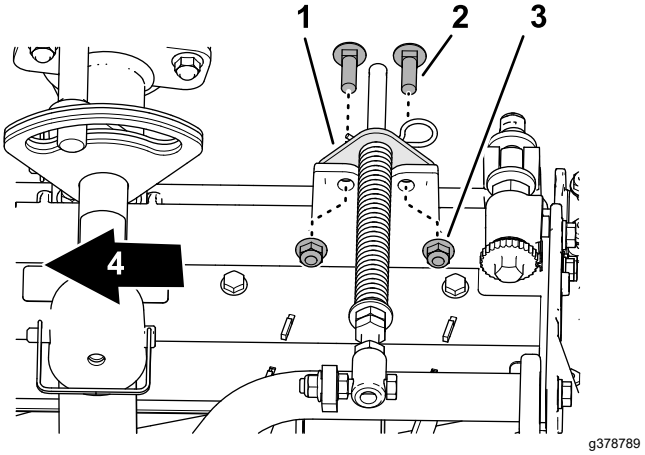

Рисунок 20
5. Совместите отверстия в кронштейне компенсатора состояния грунта с отверстиями в раме режущего блока (Рисунок 20).